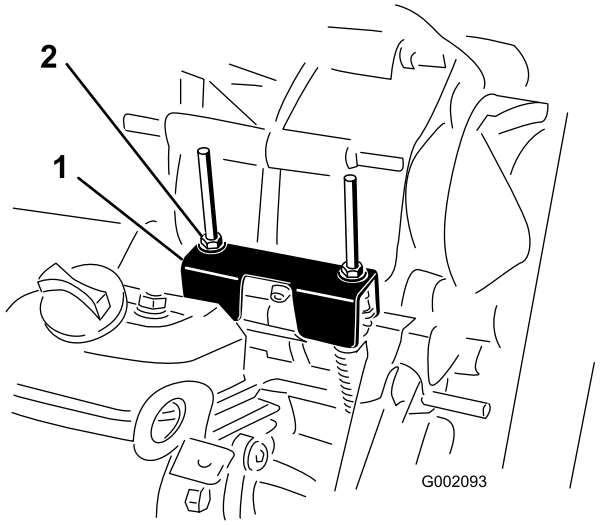

Figur 35
Når der udføres rutinemæssig vedligeholdelse og/eller motordiagnostik, skal transakslen sættes i neutral (Figur 35). Køretøjet har en neutral position på skiftegrebet, som styrer den neutrale position i transakslen. Følgende skridt bør tages for at sikre, at det neutrale skiftegreb betjener den neutrale position i transakslen korrekt:
2. Sørg for, at den neutrale konsol er i neutral position (i niveau med kabelmonteringskonsollen under skiftkonsollen) ved at dreje den drevne kobling (Figur 35). Køretøjet bør ikke rulle frem og tilbage. Hvis det forekommer, skal den neutrale konsol manuelt flyttes til neutral position.
3. Tilspænd en af låsemøtrikkerne (Figur 35), så der opnås en afstand på 0,8-1,5 mm.